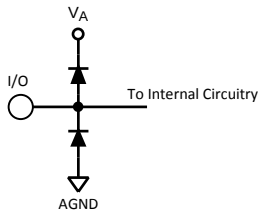

Figure 2.
(1) The inputs are protected as shown below. Input voltage magnitudes above V_A or below GND will not damage this device, provided current is limited per Note 4 of the Absolute Maximum Ratings Table. However, errors in the A/D conversion can occur if the input goes above V_A or below GND by more than 100 mV. As an example, if V_A is +3.3V, the full-scale input voltage must be ≤+3.4V to ensure accurate conversions. See Figure 2.
(2) To ensure accuracy, it is required that $|V_A – V_D|$ ≤ 100 mV and separate bypass capacitors are used at each power supply pin.
(3) With the test condition for V_{REF} = +1.0V ($2V_{P-P}$ differential input), the 12-bit LSB is 488 µV.
(4) Typical figures are at T_J = 25°C, and represent most likely parametric norms. Test limits are to AOQL (Average Outgoing Quality Level).
(5) Integral Non Linearity is defined as the deviation of the analog value, expressed in LSBs, from the straight line that passes through positive and negative full-scale.
(6) Optimum performance will be obtained by keeping the reference input in the 0.8V to 1.2V range. The LM4051CIM3-ADJ (SOT-23 package) is recommended for external reference applications.
(7) This parameter is specified in units of dBFS - indicating the equivalent value that would be attained with a full-scale input signal
(2) To ensure accuracy, it is required that $|V_A–V_D|$ ≤ 100 mV and separate bypass capacitors are used at each power supply pin.
(4) Timing specifications are tested at TTL logic levels, V_{IL} = 0.4V for a falling edge and V_{IH} = 2.4V for a rising edge.
(5) Typical figures are at T_J = 25°C, and represent most likely parametric norms. Test limits are to AOQL (Average Outgoing Quality Level).
(6) This parameter is ensured by design and/or characterization and is not tested in production.